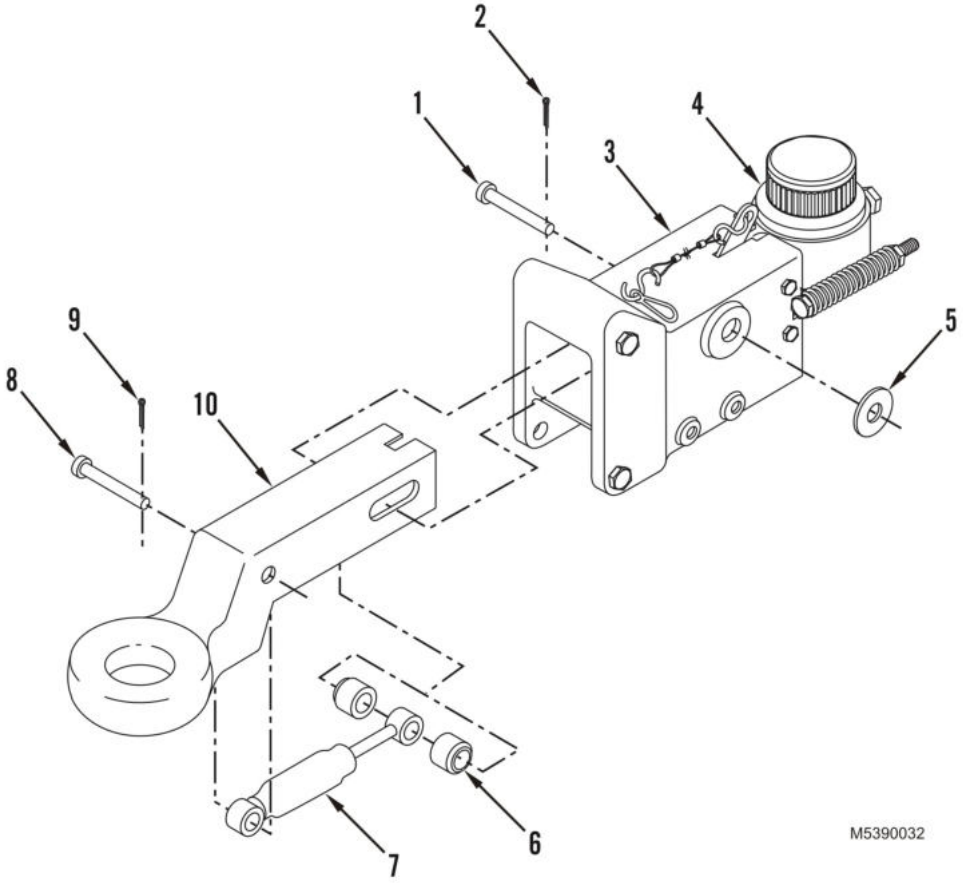

Figure 2. Hydraulic Brake Actuator Disassembly.
1. Remove cotter pin (Figure 2, Item 2) from master pin (Figure 2, Item 1). Remove master pin and washer (Figure 2, Item 5). Discard cotter pin.
2. Remove lunette (Figure 2, Item 10), with damper pin (Figure 2, Item 8) and two rollers (Figure 2, Item 6) attached, from brake actuator (Figure 2, Item 3) and master cylinder (Figure 2, Item 4).
3. Remove cotter pin (Figure 2, Item 9) and damper pin (Figure 2, Item 8) securing damper (Figure 2, Item 7) to lunette (Figure 2, Item 10). Discard cotter pin.